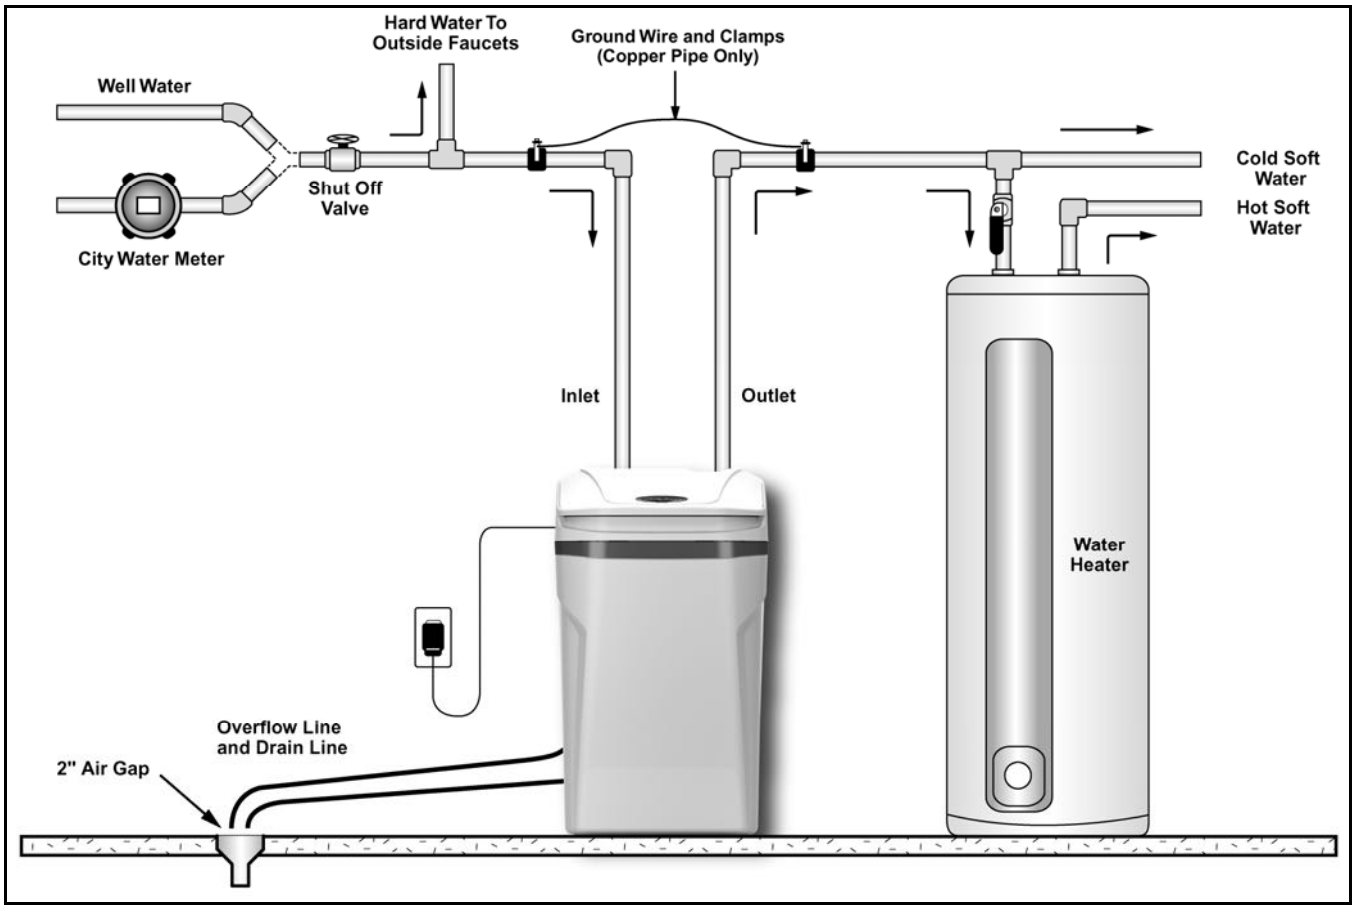

Figure 1: Appliance Placement
F. Place the appliance in the desired location using Figure 1 as a guide. The diagram in Figure 1 applies to basement, slab, crawl space, and outside installations.